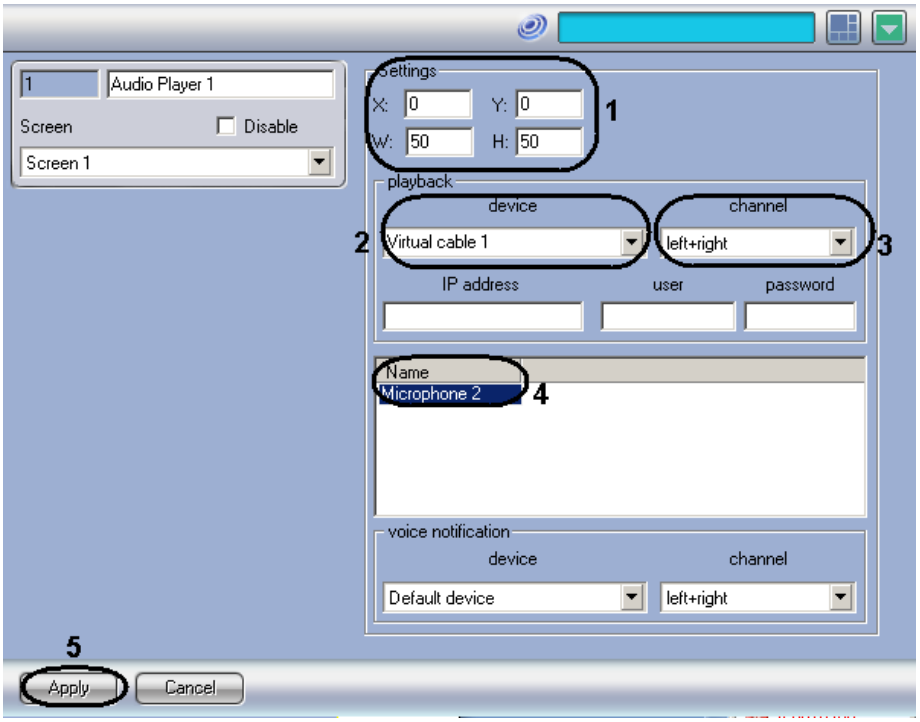

Figure 8.8-40. Setting up Audio player object for transmitting audio signal to IP-device Bosch
9. Go to the settings panel of the Audio player interface object(Figure 8.8-40, Setting up the audio signals playback with the use of Audio player).
10. Set the coordinates and size of the “Audio player” interface box (Figure 8.8-40, 1).
11. From the dropdown list Device select the value Virtual Cable (Figure 8.8-40, 2).
12. From the dropdown list Channel select the required chanal of audio signals playback (Figure 8.8-40, 3).
13. From the dropdown list in the column Name select the name of Microphone object which audio signal has to be transmitted to IP-device Bosch (Figure 8.8-40, 4).
15. To save the changes click Apply button (Figure 8.8-40, 5).